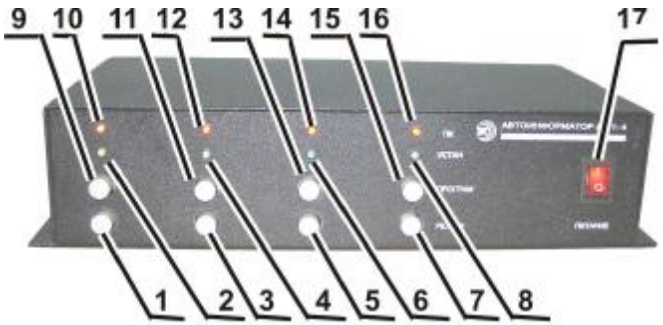

Рис.1
4.1. Внешний вид АИ-1-4 и назначение органов управления и индикации показаны на рис.1